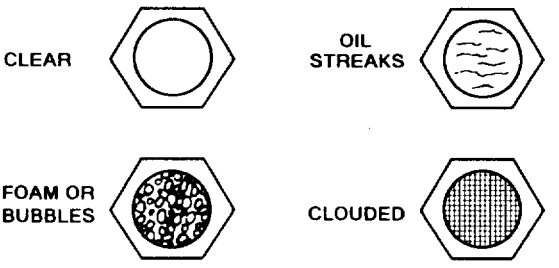

Figure 13-4.—Possible sight glass conditions.
- Sight Glass–A sight glass is a small, round, glass-covered hole, sometimes mounted on the outlet side of the receiver near the top. This observation hole is a visual aid you use in determining the condition and amount of refrigerant in the system. If bubbles or foam is observed in the sight glass while the system is operating (above 70°F [21°C]) (fig. 13-4), it may indicate that the system is low on refrigerant. Some systems have a moisture-sensitive element built into the sight glass. If excessive moisture is present, the element turns pink. If the system moisture content is within limits, the element remains blue. In many later automotive air-conditioning systems, the sight glass has been eliminated. In such applications, you must depend on the system pressures.